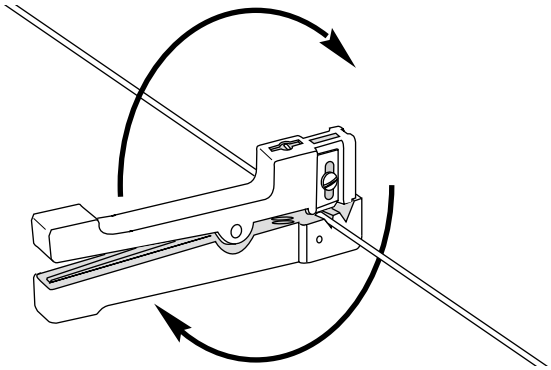

Figure 19
c) Use your other hand to rotate the tool around the buffer tube two to three complete turns to score it (Figure 19). Remove the tool from the buffer tube.